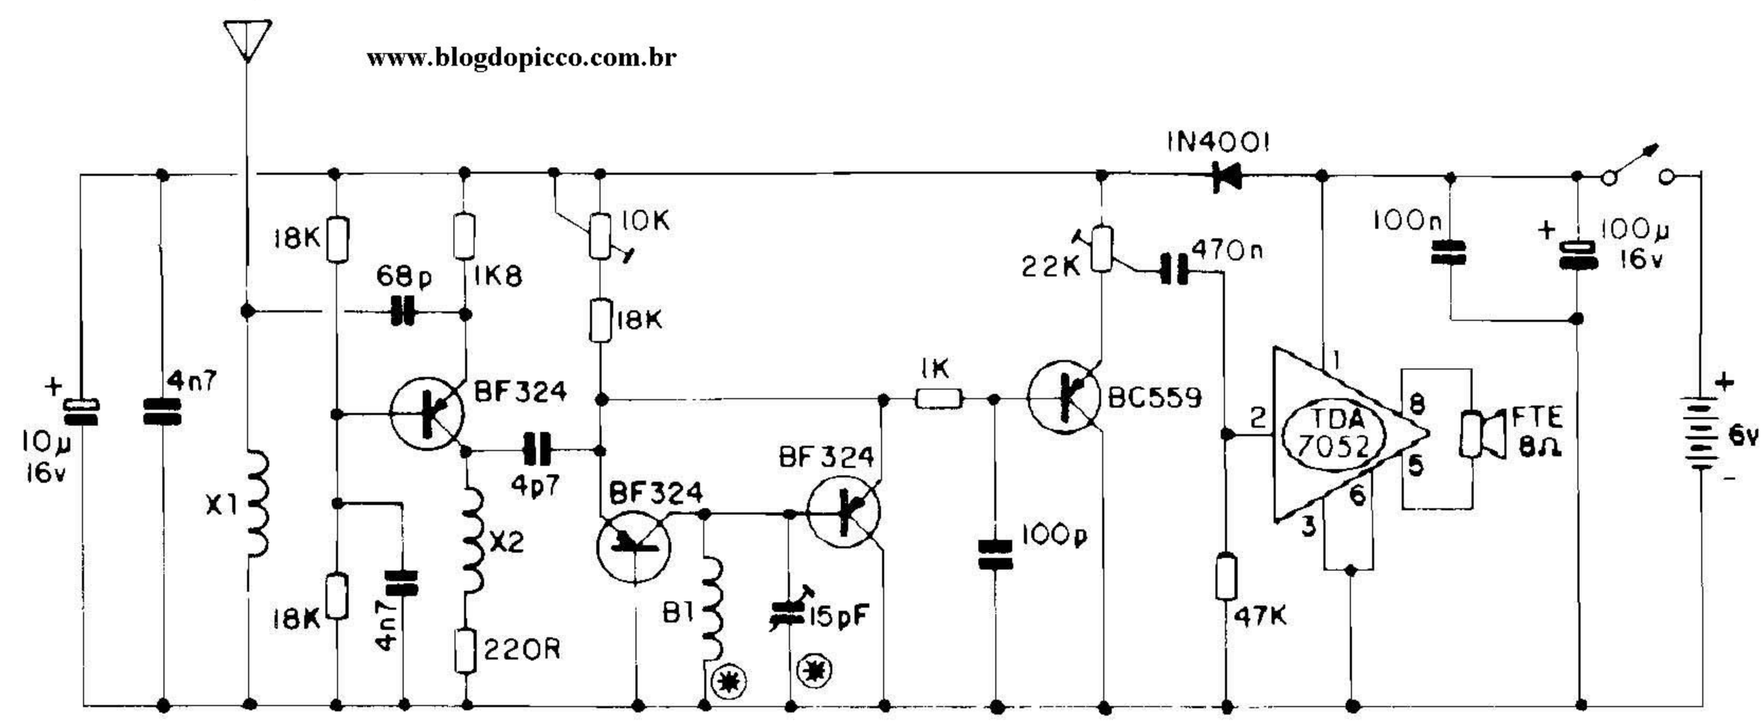

Fig.1
Nós que agradecemos, Norberto, pela (rara...) compreensão demonstrada quanto à inevitável demora na respota (recebemos, **por dia**, mais carta do que o espaço nos permite responder **por mês**...). Além da demora, muitas (a maioria, infelizmente...) das cartas ficam **sem resposta direta**, já que uma triagem é feita previamente, garantindo apenas um retorno para as correspondências que contenham assuntos, temas, solicitações e "pedidos de ajuda" mais consistentes e... abrangentes (os que - na nossa opinião - possam interessar ao **maior número** possível de Leitores...). Agora, quanto ao seu probleminha com a LATOQ, a culpa é mais nossa do que sua... Infelizmente no "chapeado" (fig. 4 - pág. 53 - APE nº 24), o posicionamento do diodo **zener** saiu erroneamente demarcado (se Você fosse um Hobbysta mais tarimbado, tipo "macaco velho", teria percebido isso, numa análise comparativa com o "esquema", na fig. 1 - pág. 52 - APE nº 24, porém essa possibilidade **não perdoa** a nossa falha, pela qual novamente pedimos desculpas...). Na pág. 57 de APE nº 28 foi publicada uma ERRATA indicando o erro e a sua devida correção, mas vamos, agora, detalhar novamente o assunto, para seu benefício (e também para os demais Leitores que encontraram o mesmo problema, e não viram a tal ERRATA...):
primeira"... Tenho, porém, uma solicitação (que, acredito, vários outros Leitores/Hobbystas também têm...): com a cápsula piezo tipo "moeda", embora o som seja perfeitamente audível, é um tanto baixo para alguns tipos de aplicações... Não preciso, certamente, daquele "baita" som que parece ser proporcionado pela outra montagem com o KS5381, mostrada na mesma APE nº 33 (CAMPAINHA RESIDENCIAL C/ 7 MELODIAS...), mas apenas de "um pouco mais" de som, de modo a aplicar o circuito num pequeno brinquedo... Será que o Departamento Técnico de APE não pode me indicar um maneira simples de acoplar um pequeno alto-falante ao Integrado (talvez com a intermediação de um ou dois transístores), mantendo porém a simplicidade geral do circuito básico da COM (fig. 1 - pág. 9 - APE nº 33...)?" - Ernesto Sebastião da Silva - Santo André - SP
- **FIG. 1** - O CIRCUITO - Enquanto o RVHF (APE nº 1) o "primeiro" transístor exercia "um monte" de funções simultâneas (amplificava, oscilava e detetava...), temos agora, no "primeiro pau", um transístor de RF PNP (BF324) em função nitidamente amplificadora, de faixa larga... O sinal de RF captado pela antena é aplicado ao **emissor** do dito transístor, depois de desenvolver-se sobre a bobina X1, um mero choque de RF com indutância adequada para toda a faixa pretendida... O BF324 é polarizado em **base** pelos resistores de 18K, desacoplados pelo capacitor de 4n7 à "terra"... Sua entrada de **emissor** encontra-se "carregada" pelo resistor de 1K8, enquanto que seu **coletor** desenvolve os sinais, já amplificados, sobre um resistor de 220R em série com um segundo choque de RF (bobina X2)... Observem ainda que dois capacitores (um de 4n7 e um eletrolítico de 10u) desacoplam a alimentação desse setor relativamente "delicado" ao circuito... O "coração" desse bloco situa-se no oscilador formado pelos outros dois transístores BF324, organizados num arranjo pouco comum, e cuja frequência básica de funcionamento depende do par L-C formado pela bobina de sintonia B1 e pelo capacitor variável ou **trimmer** (nominalmente de 15 pF, porém admitindo variações...). Esses dois componentes (o **trimmer** e B1), marcados no esquema com astreriscos, podem ser alterados dentro de certa faixa, de modo a adequar a oscilação a diferentes gamas dentro da região de VHF... O sinal pré-amplificado (proveniente do **coletor** do primeiro BF324), trazido através de um capacitor de acoplamento de baixo valor (4p7) é então aplicado simultaneamente aos **emissores** dos dois transístores osciladores, estes "carregados" conjuntamente pelo resistor fixo de 18K em série com o **trim-pot** de 10K (através de cujo ajuste podemos facilmente otimizar o funcionamento do bloco...). Nessa disposição, pouco usual, o rítmo da oscilação é "sincronizado" com a frequência recebida, ou seja: a oscilação mostrará as **mesmas** variações de frequência presentes na portadora de RF que atinge a antena do RECEPTOR (é por isso que foi dito: o arranjo guarda algumas semelhanças com o método super-regenerativo e algumas com o sistema super-heteródino, aproveitando o que ambos têm de "bom", sem cair na instabilidade do primeiro, nem na complexidade do segundo...). O sinal modulado em frequência, presente nos **emissores** dos dois transístores osciladores, traz consigo o áudio (baixa frequência) que se manifesta sobre a **base** do BC559, após a filtragem realizada pelo resistor de 1K e capacitor de 100p. Após uma (boa) amplificação do sinal já demodulado (pelo BC559) este pode ser recolhido sobre o **trim-pot** de 22K que constitui a carga de **coletor** do transístor de baixa frequência. Depois de "dosado" pelo ajuste do dito **trim-pot**, via capacitor de 470n (o valor relativamente alto "ajuda" a filtrar a passagem apenas dos sinais correspondentes ao áudio), o sinal é então aplicado diretamente à entrada de um pequeno Integrado TDA7052, que no seu invólucro de 8 pinos contém nada menos que um bloco pré-amplificador muito sensível, e **dois** amplificadores de potência estruturados em "ponte", cujas saídas em contra-fase (pino 5 e 8) podem ser aplicadas diretamente aos terminais de um alto-falante! Observem que (salvo o resistor de 47K que dimensiona a impedância de entrada, junto ao pino 2 do Integrado...) **nenhum** componente externo é necessário, razão pela qual optamos pelo uso desse fantástico componente, capaz de mostrar quase 1W de áudio na sua saída, além de excelente ganho e fidelidade, mesmo sob a modesta alimentação de 6V oferecida por 4 pilhas pequenas! Esse setor do circuito tem sua alimentação desacoplada pelos capacitores de 100n e 100u, devendo ainda o Leitor/Hobbysta notar a presença do diodo "separador" (1N4001) entre os estágios de potência de áudio e o de RF, deteção e pré-amplificação, providência que contribui para a estabilidade geral do circuito... Conforme já foi dito, o arranjo, como um todo, é menos estável do que um super-regenerativo convencional, permite ajustes mais precisos e admite modificação ampla de faixa de trabalho, pela simples substituição da bobina B1 e do capacitor de sintonia (detalhes mais adiante...). Sob todos os aspectos vale a pena o Hobbysta experimentar essa configuração, inclusive pela característica de antena pouco "carregada" em termos de impedância, o que permitirá a experimentação desde com uma mera vareta telescópica, até com estruturas de captação maiores (antenas altas, em cima do telhado, ligadas ao circuito por cabo coaxial ou "fita", etc.).